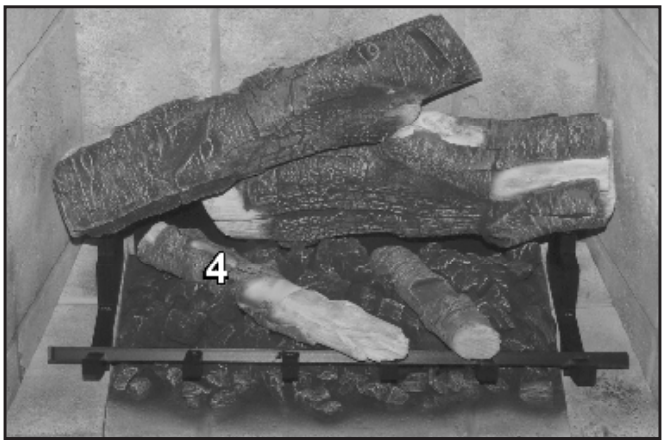

Figure 78: Log 4 in Place.
4. Log 4 sits in a groove molded into the top of the burner top. See the details in Figure 78 showing the indexing key on this log.